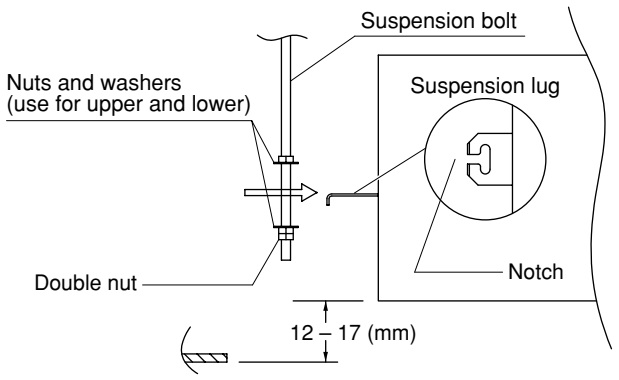

**Fig. 3-5**
(3) Thread the 3 hexagonal nuts and 2 washers (field supply) onto each of the 4 suspension bolts as shown in Fig. 3-5. Use 1 nut and 1 washer for the upper side, and 2 nuts and 1 washer for the lower side, so that the unit will not fall off the suspension lugs.
(4) Adjust so that the distance between the unit and the ceiling bottom is 12 to 17 mm. Tighten the nuts on the upper side and lower side of the suspension lug.
(5) Remove the protective polyethylene used to protect the fan parts during transport.